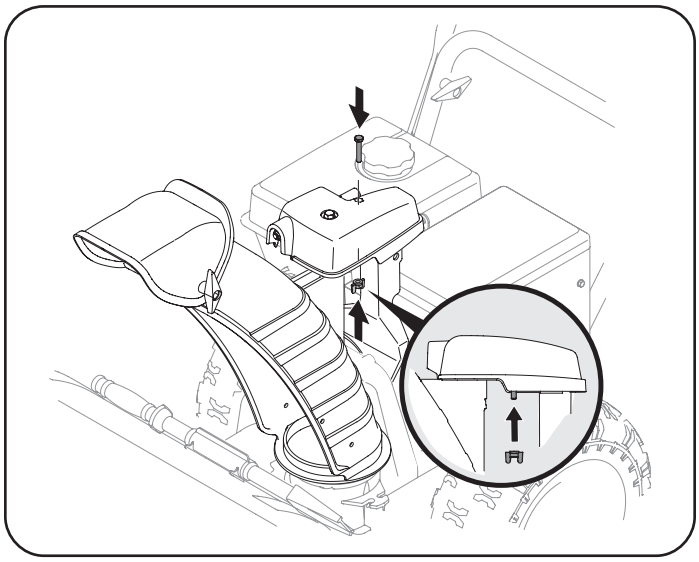

Figura 15
3. Termine de sujetar el cabezal de control del canal a la ménsula de soporte del canal con la tuerca de mariposa y el tornillo hexagonal que extrajo en el Paso 1. Consulte Figura 15.